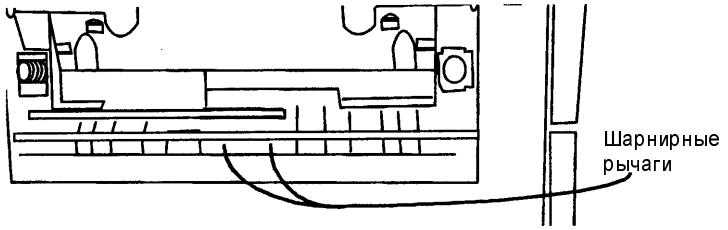

Рис. 3. Демонтаж тормозной площадки обходного лотка
6. Снимите тормозную площадку обходного лотка, сжав для этого вместе шарнирные рычаги (2) и сняв тормозную площадку обходного лотка (Рис. 3).